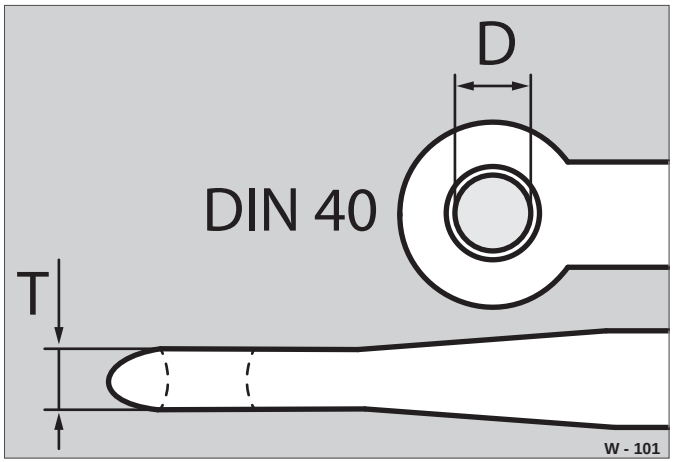

Fig. 53 Mål
▶ Kontrollér diameteren på slitagebøsningen (Fig. 53 /D): D = 40 mm, maks. + 1,5 mm